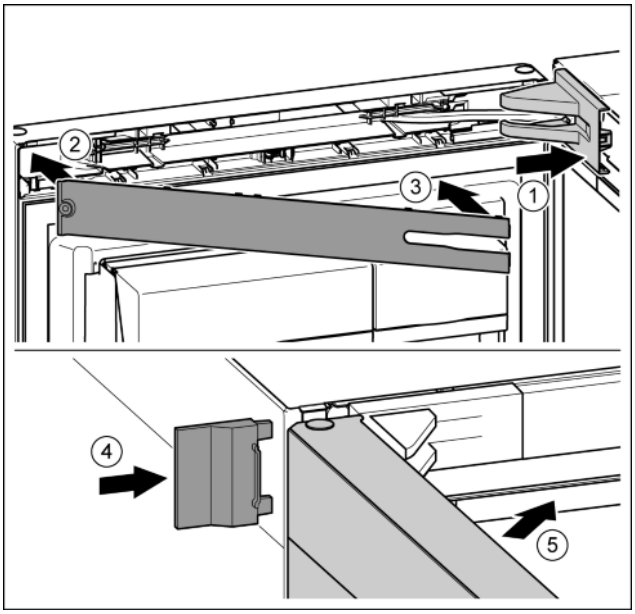

Fig. 27
- ▶ Крышку опорного кронштейна установить и зафиксировать, при необходимости, осторожно разжать. *Fig. 27 (1)*
- ▶ Установить накладку. *Fig. 27 (2)*
- ▶ Наклонить и защелкнуть накладку. *Fig. 27 (3)*
- ▶ Надвинуть внешнюю крышку. *Fig. 27 (4)*
- ▶ Закрыть верхнюю дверь. *Fig. 27 (5)*